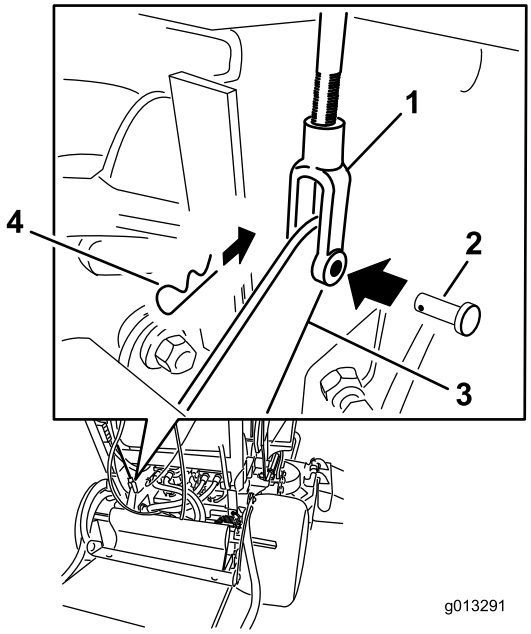

Figur 64
4. Justera bromsen genom att ta bort sprintbulten och hårnålssprinten från den nedre bromsspaken och oket (Figur 64).
7. Fäst oket vid den nedre bromsspaken med hjälp av sprintbulten och hårnålssprinten (Figur 64).